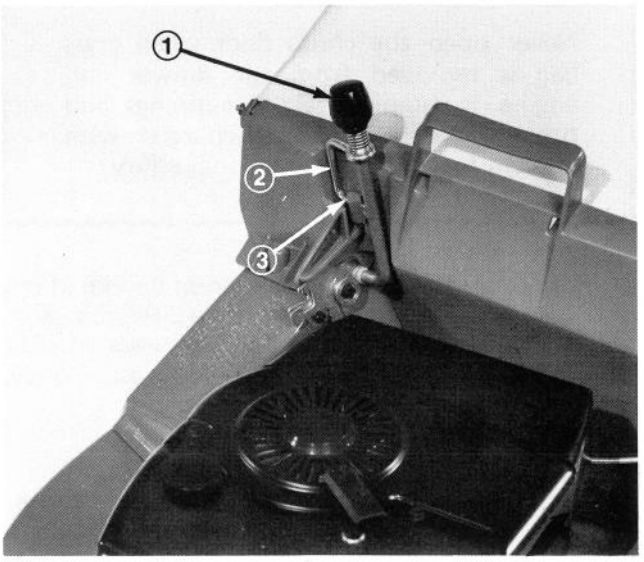

Figure 19
4. Squeeze lockout lever until it clears the bag latch. Then move handle rearward until it locks in notch at rear of bag catch (Fig. 19). The chute door in mower housing is now open, and mower is ready to bag grass.